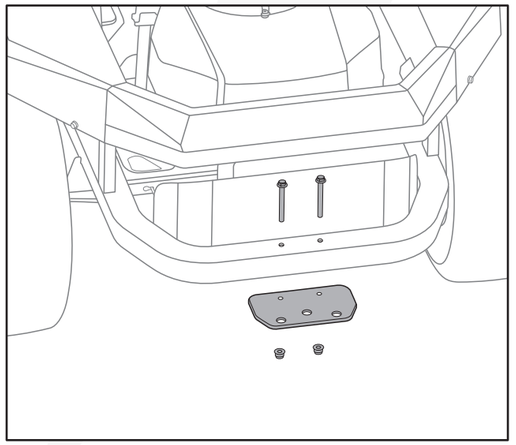

Fig. 2
1.Remove the hitch plate from the rear of the mower by unscrewing two bolts (M8 x 75) and nuts (M8) (Fig. 2)